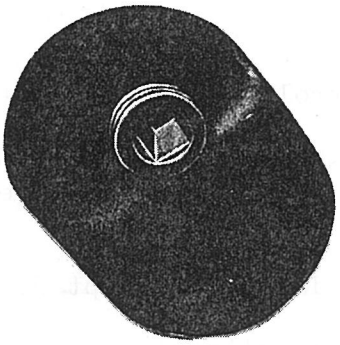

Afb. 3.5.3. Aftapstop motorolie
c. Draai de aftapstop (afb. 3.5.3.) los en laat de gebruikte motorolie weglopen.